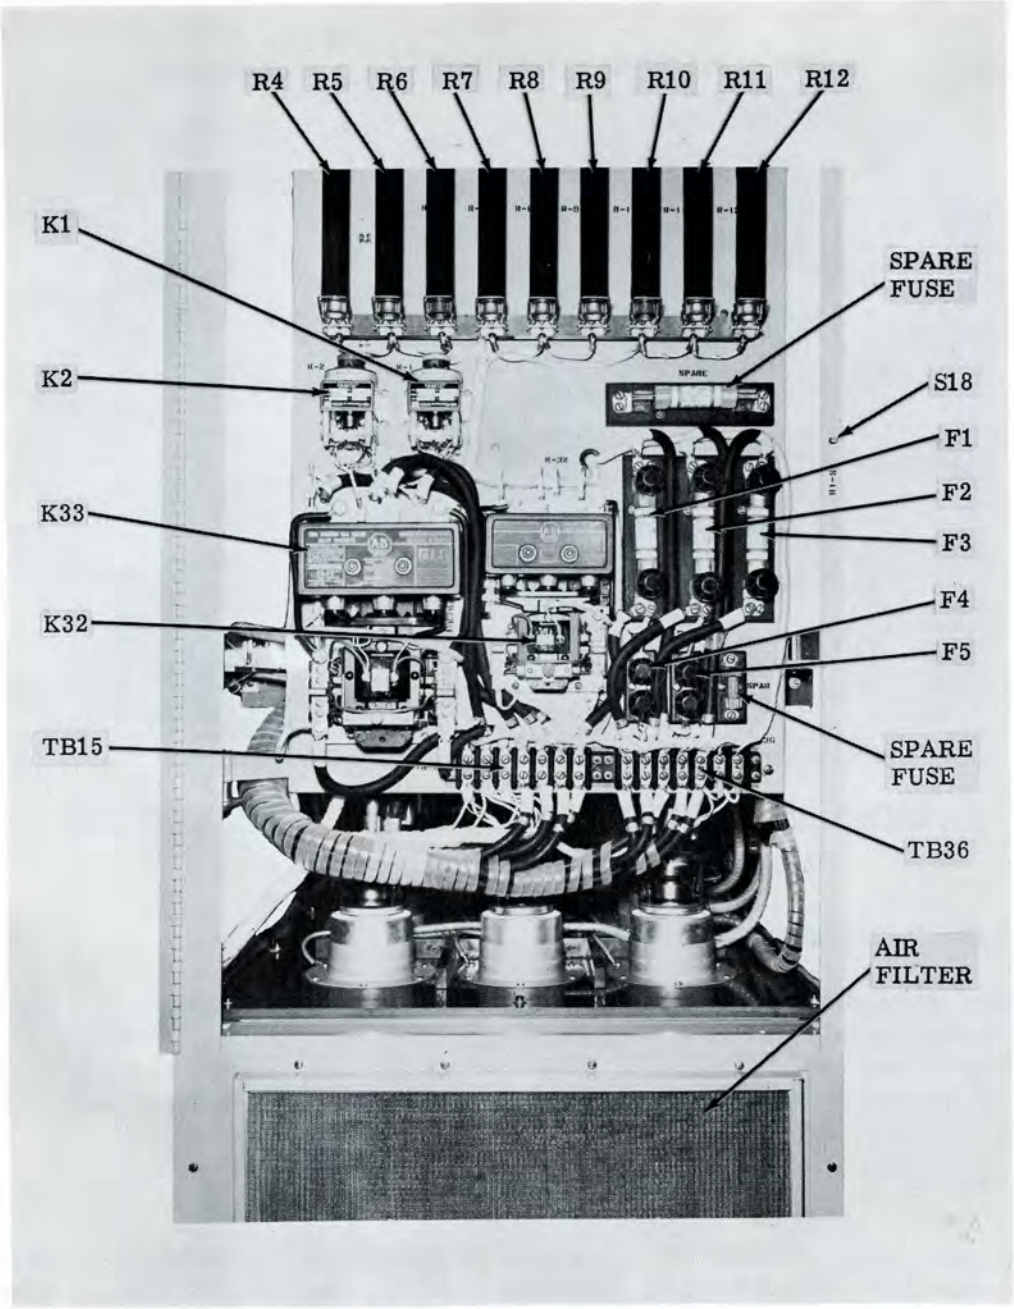

Figure 6-12. Control Panel, Center Cabinet Section, Rear Interior View
(1) RESISTOR REMOVAL. - The large resistors (figure 6-12) are mounted in clips and held in place by means of lock springs. To remove these resistors: